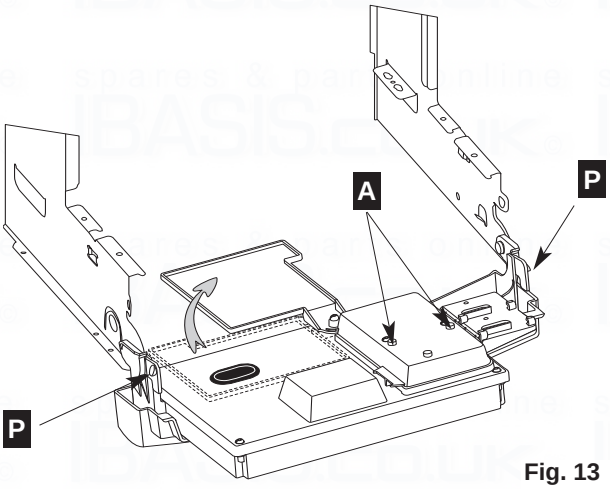

Fig. 13
- Hinge down the electrical box to access to the valves connections. Push in the tabs (**P** Fig 13) on either side of the boiler and pivot the box forward.
Hinge down the electrical box to gain access to the electrical connections. Push in the tabs (**P** fig. 13) on either side of the boiler and pivot the box forward.
Undo the two retaining screws, remove cover and remove cable clamp. (**A** fig. 13)